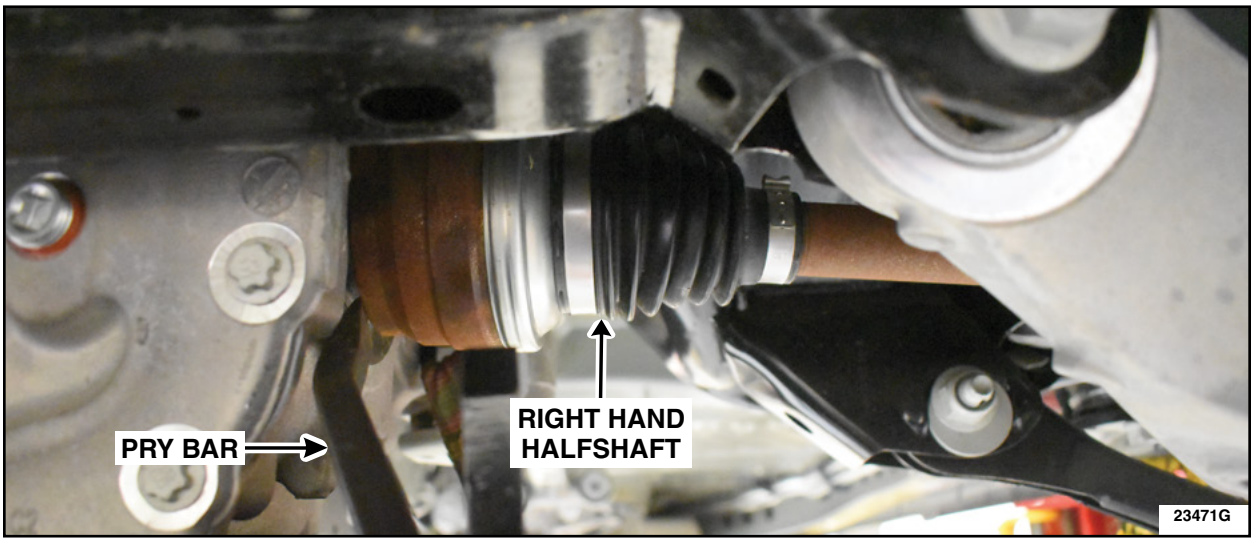

FIGURE 8
15. Using a pry bar, disengage the RH rear halfshaft inner cir-clip from the rear axle assembly. See Figure 8.